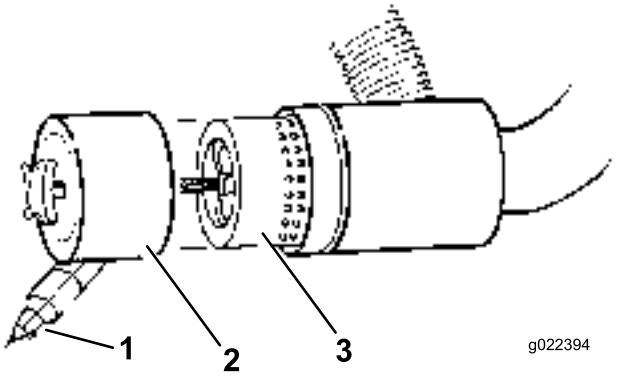

Figuur 48
3. Verwijder en vervang het filter (Figuur 48).